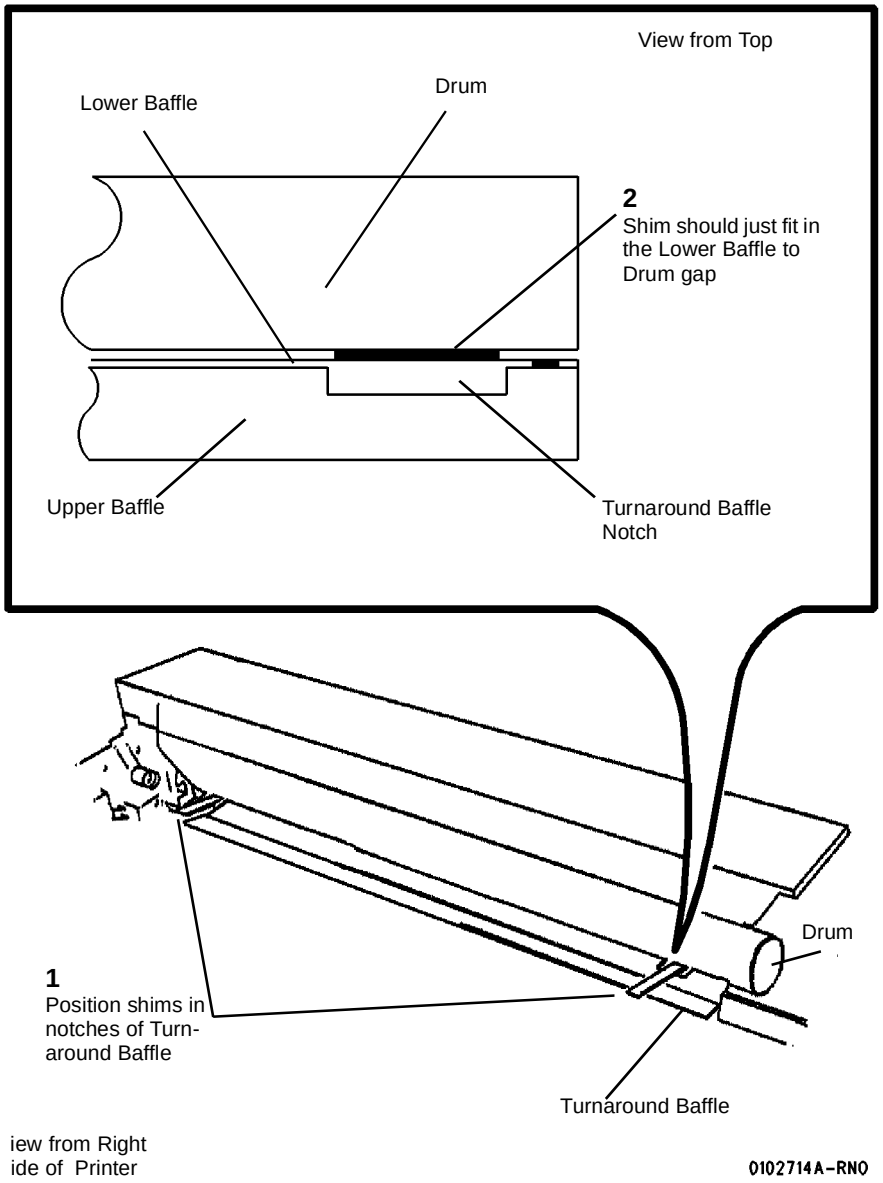

**Figure 1 Checking the Media Transport to Drum Spacing**
5. ( Figure 1): Check that the Media Transport to Drum spacing is 0.030 +/- 0.005 inches (0.76 +/- 0.1 µµ).